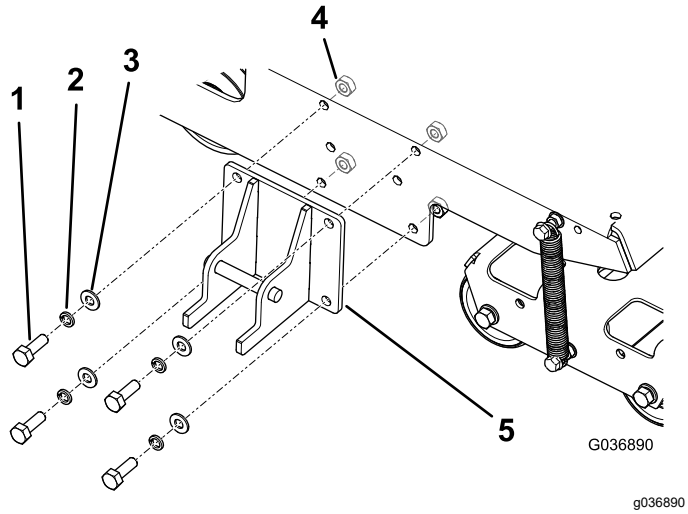

Рисунок 4
1. Установите стопорный кронштейн на раму машины, как показано на Рисунок 4.